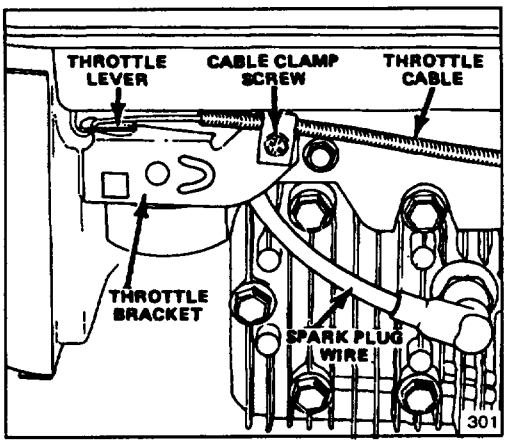
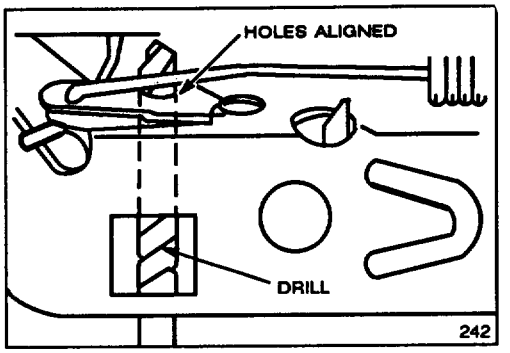

**Figure 15**
**Figure 16**
3. Loosen cable clamp screw until throttle cable slides (Fig. 15). Align holes in throttle lever and throttle bracket using a .12" (3 mm) dia. pin or a 1/8" dia. drill (Fig. 16). Tighten cable clamp screw to lock adjustment in place.